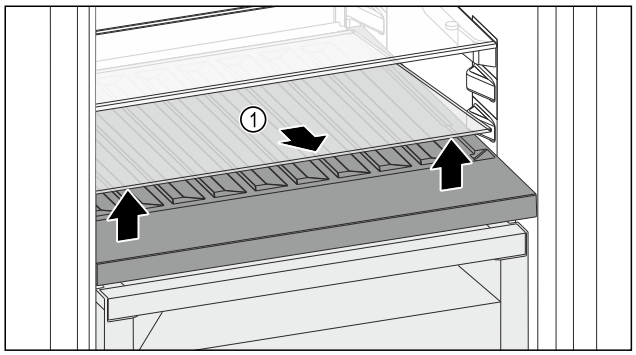

Fig. 220
- ▶ Glasplaat *Fig. 220 (1)* bij de uitsparing aan de voorzijde optillen en verwijderen.
- ▶ Glasplaat *Fig. 220 (1)* goed bewaren buiten het apparaat.